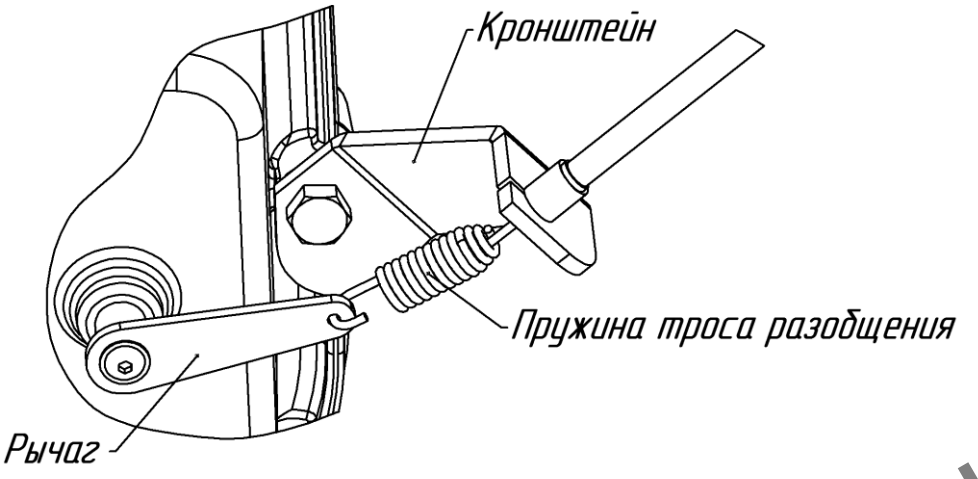

Рис.11. Схема зацепления троса разобщения
– вывести оболочку троса с металлическим упором из кронштейна (рис.11);